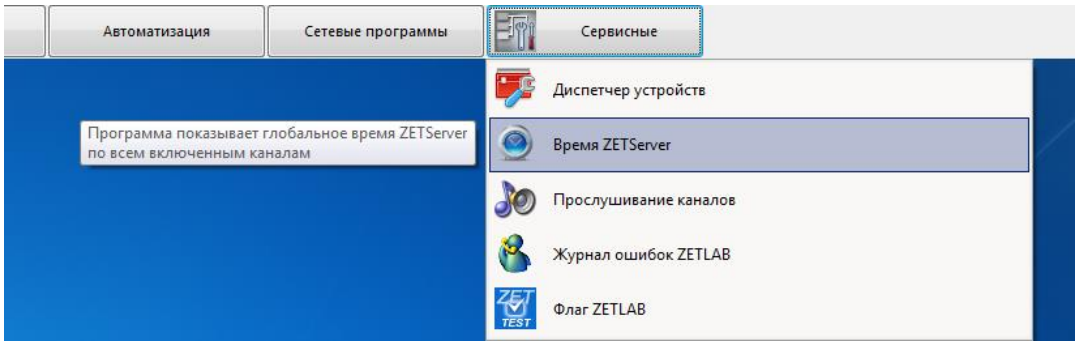

Рисунок 22
7. Проверить работу каналов в программе «Время ZETServer», которая располагается в меню «Сервисные» панели ZETLAB (Рисунок 22).